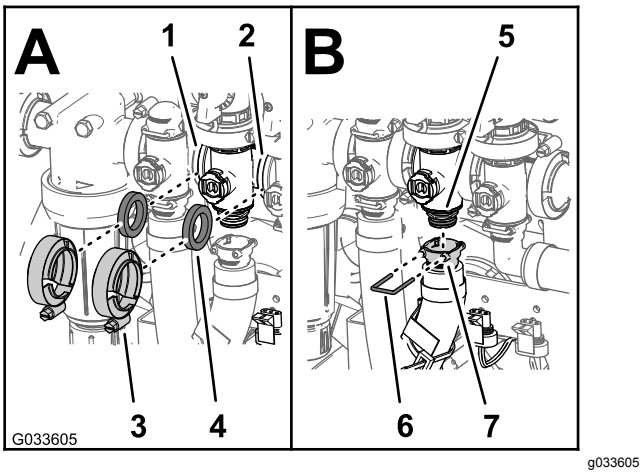

Figur 125
2. Saml omrøringsomløbsventilen, pakningen og omrøringsventilmanifolden ved hjælp af en flangeklemme, og spænd med hånden (Figur 125).